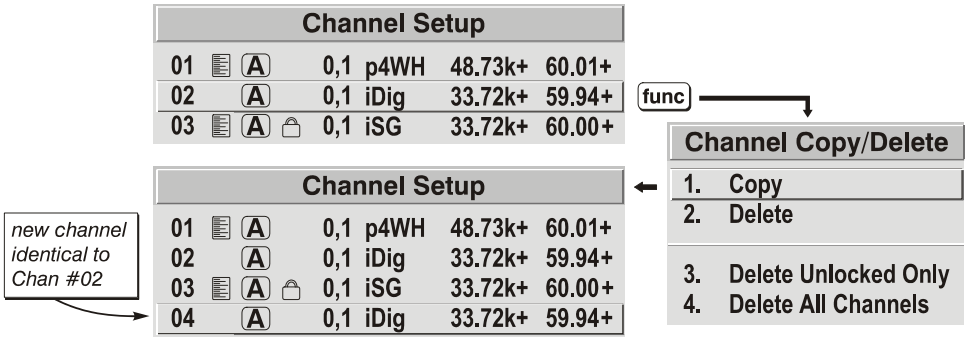

*Figure 3.4. Copying A Channel*
▶ **TO COPY A CHANNEL**, highlight the desired channel in the *Channel Setup* menu, then press (Func) to go to the *Channel Copy/Delete* submenu. Select "Copy" and press (↵)—a new channel will be created. It is identical to original, which still remains, but it is identified with the next available number from 01-50. If you change your mind and do *not* want to copy the current channel, press (Exit) to cancel and return to the previous menu. Copying channels is a quick method for creating numerous channels, each of which can then be edited and adjusted for a variety of presentations in the future. See Figure 3.4.